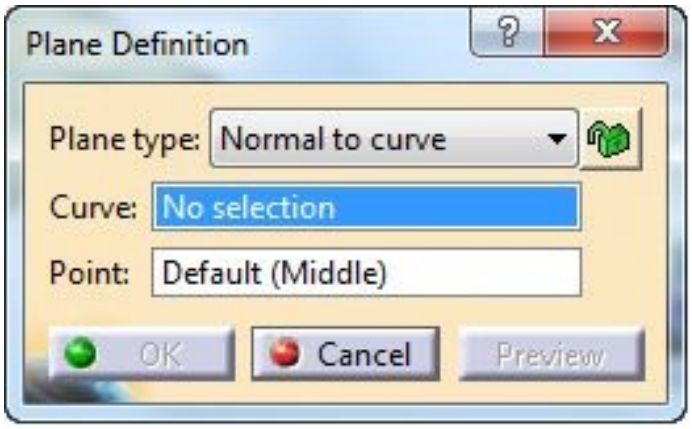

Figure 17-62 *The* ***Plane Definition*** *dialog box with the* ***Normal to Curve*** *option selected*
3. Select the **Normal to curve** option from the **Plane type** drop-down list in the dialog box; the **Plane Definition** dialog box is modified, as shown in Figure 17-62.